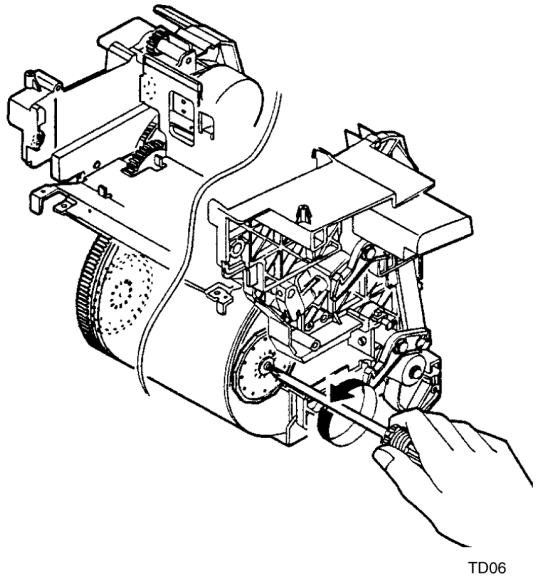

Рисунок 5. Регулировка зазора
2. (Рисунок 5): Посмотрите на число, ближайшее к барабану фоторецептора. Затем ослабьте винты, крепящие правую и левую регулировочные пластины.